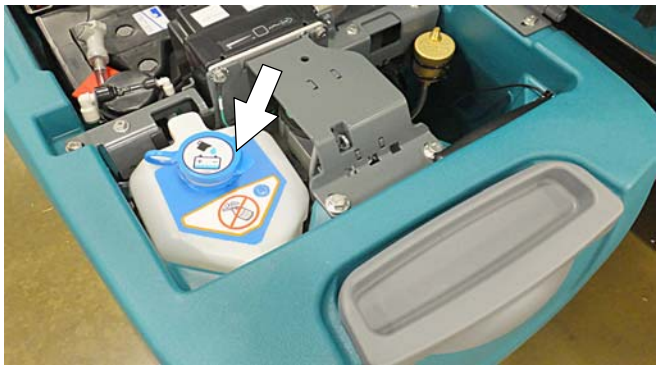

図　21
1. 汚水回収タンクを持ち上げて自動バッテリー補水タンクでの操作ができるようにします (図 21)。汚水回収タンクは持ち上げる前に空にしてください。